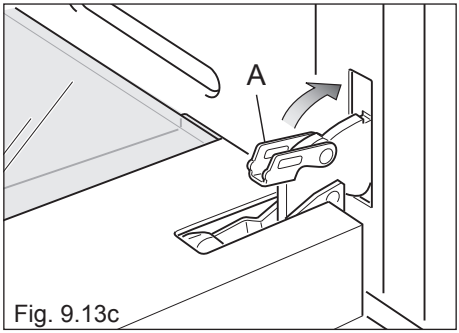

Fig. 9.13c
4. Fully close the levers “**A**” on the left and right hinges, as shown in the figure 9.13c.